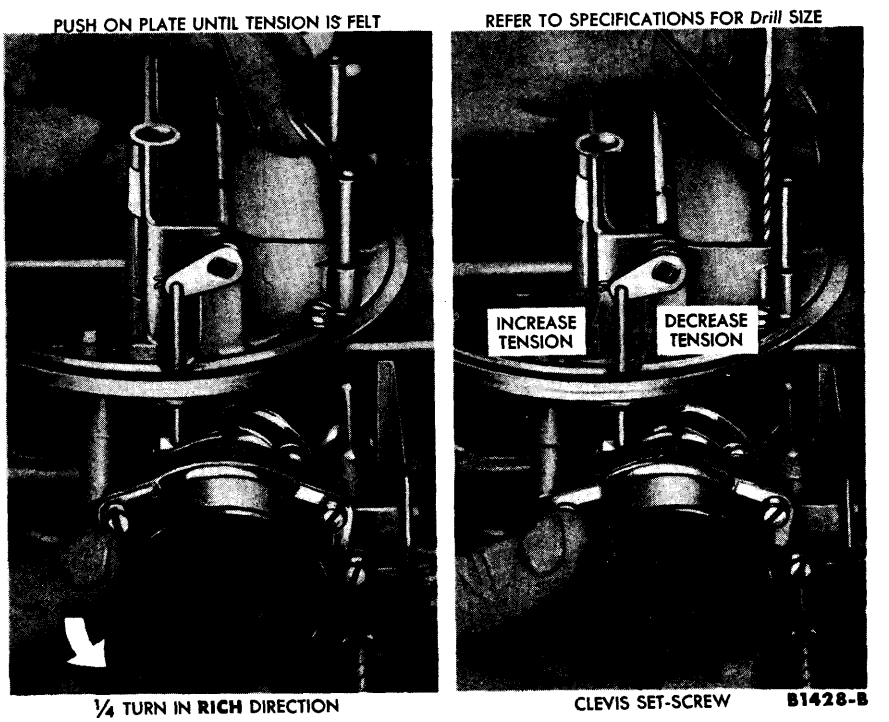

FIG. 20—Choke Plate Clearance
housing with the retaining screws loose (Fig. 20). Turn the housing ¼ turn counterclockwise from the index mark (in the rich direction).
18. Move the choke plate toward the open position by pressing on the lower portion of the choke plate until resistance to movement is felt. At this point, the clearance between the front edge of the choke plate and the air horn should be within specifications. **Do not force the choke plate or the tang on the lever in the choke housing will bend.** Check the clearance by placing the proper size drill between the front edge of the plate and the air horn (Fig. 20).
19. If the choke plate clearance is not within specifications, loosen the clevis set screw using a 1/16-inch Allen wrench. Position the proper size drill between the front edge of the choke plate and air horn (Fig. 20). Hold the choke plate against the drill and move the choke plate rod up or down until the specified clearance is obtained. Tighten the set screw on the clevis to secure the adjustment.